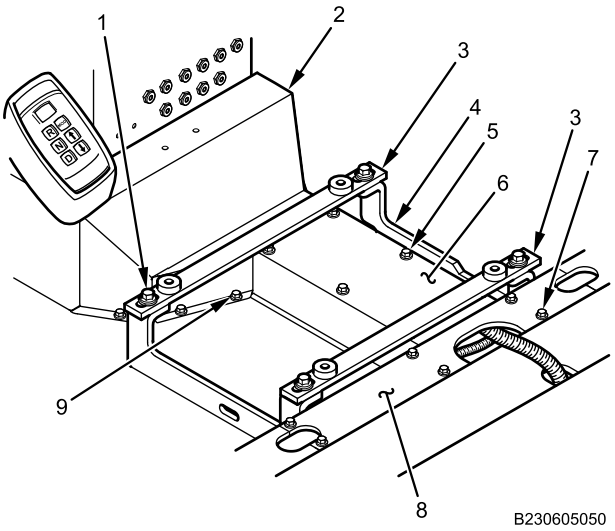

Figure 5. Power Distribution Module (PDM) Harness Electrical Storage Shield and Duct Covers.
6. Remove four bolts (Figure 5, Item 1), lockwashers, and flat washers securing crossbars (Figure 5, Item 3) to center mounting bracket (Figure 5, Item 4). Discard lockwashers and remove crossbars (Figure 5, Item 3).
7. Remove six bolts (Figure 5, Item 5) from electrical harness storage duct center cover (Figure 5, Item 6).
8. Remove electrical harness storage duct center cover (Figure 5, Item 6).
9. Remove eight bolts (Figure 5, Item 9) securing PDM harness electrical storage shield (Figure 5, Item 2) to floor. Remove electrical storage shield.
10. Remove six bolts (Figure 5, Item 7) from electrical harness storage duct rear center cover (Figure 5, Item 8).
11. Remove electrical harness storage duct rear center cover (Figure 5, Item 8).